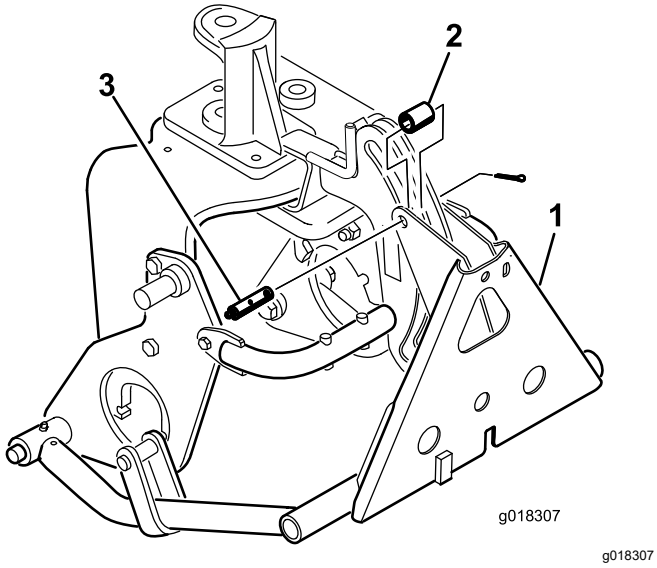

Figura 15
8. Fissate l'adattatore del telaio al telaio dell'attacco con un tubo, un perno con testa e una coppiglia (Figura 15).